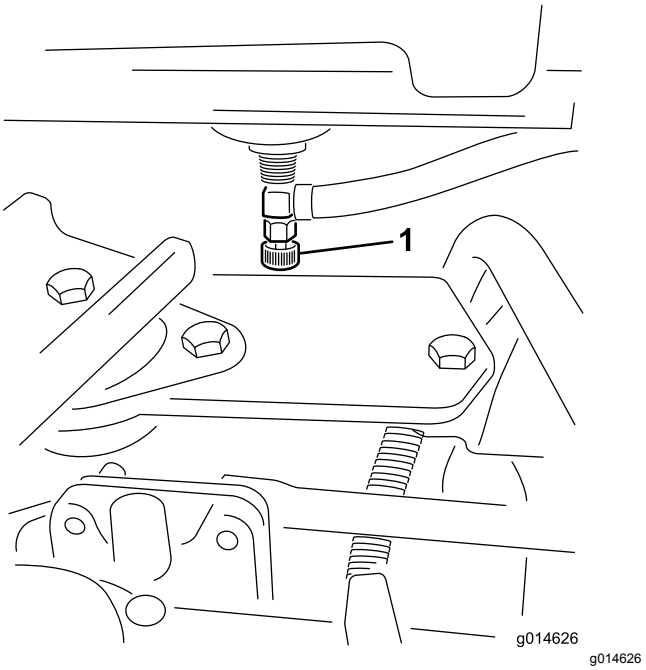

Rysunek 41
1. Zamknij zawór odcinający paliwo (Rysunek 41) znajdujący się pod zbiornikiem paliwa.